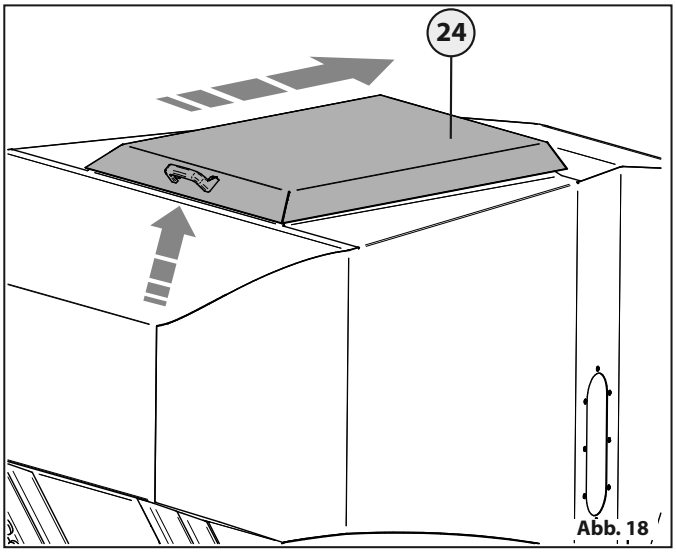

Abb. 18
- Den Tankdeckel öffnen **24**, ihn dazu leicht mit dem Griff anheben und entlang der Gleitführungen „Abb. 18“ verschieben.